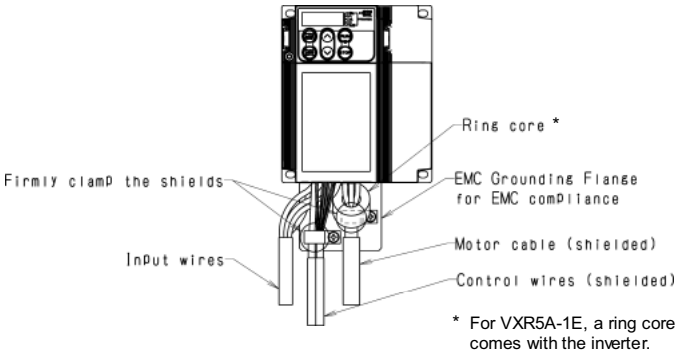

Figure 10.2 Connecting Shielded Cables
2) Use shielded wires for the motor cable and route it as short as possible. Firmly clamp the wire shield to the flange to ground it. Further, connect the wire shield electrically to the grounding terminal of motor. (See Figure 10.2.)
3) Use shielded wire for connection around the control terminals of the inverter and also for connection of the signal cable of an RS-485 Communications. As with the motor, clamp the shield wire firmly to a grounded plate. (See Figure 10.2.)